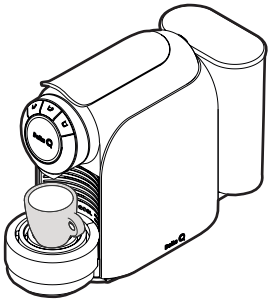

Fig. 8: Placez une tasse à café expresso.
- Placez une tasse à café expresso au-dessus du plateau amovible pour appui des tasses et en dessous du bec verseur (voir **Fig. 8**).
- Placez une tasse à café au-dessus du plateau amovible pour appui des tasses et en dessous du bec verseur (voir **Fig. 8**).